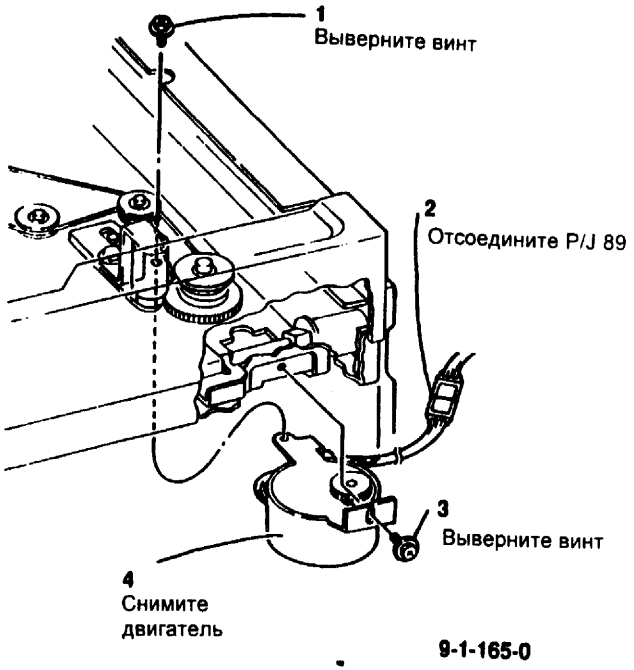

Рис. 1 Снятие двигателя привода объектива
2. (Рис. 1) Снимите двигатель привода объектива.